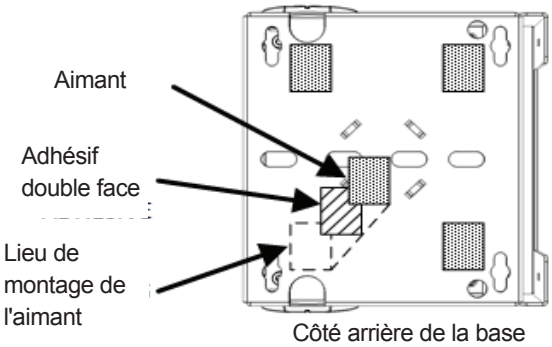

Figure 3
3) Fixez les ensembles magnétiques aux endroits indiqués à la Figure 3